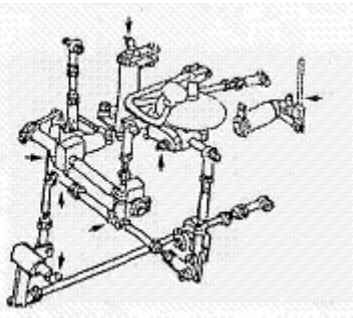

Рис. 5-26
5) Вал рычага управления отвалом (7 точек) (Рис. 5-26)